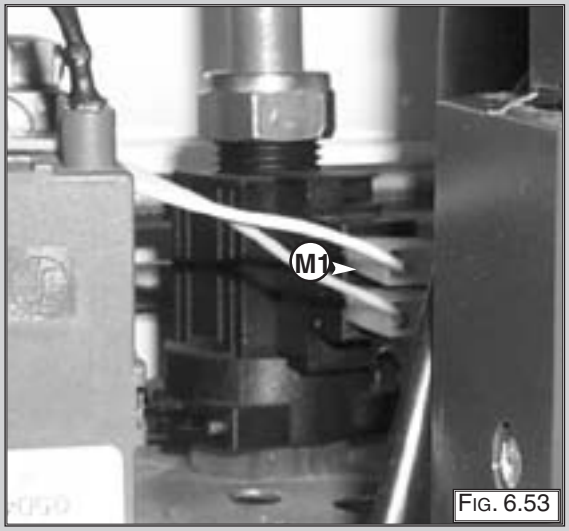

FIG. 6.53
1. Unplug the electrical connector “M1” (FIG. 6.53);